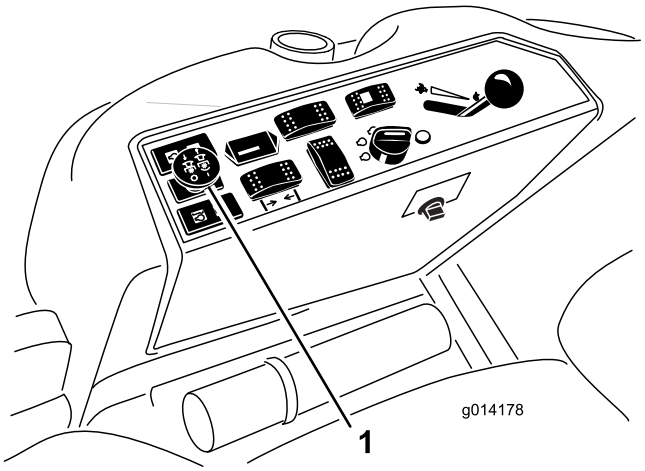

Figur 15
3. Træk kraftudtagskontakten op for at aktivere kraftudtaget (Figur 15).